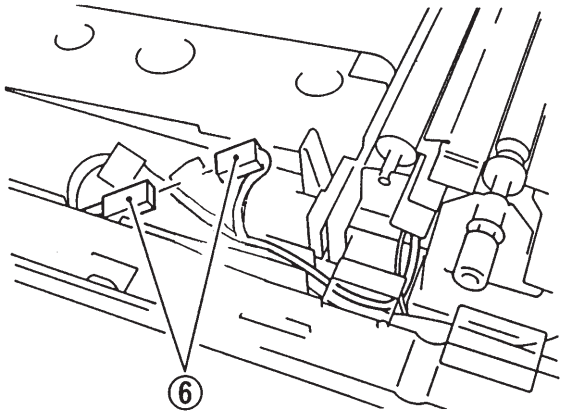

Figure 4-328
9) Connect the connector ⑥ as shown in Figure 4-328.